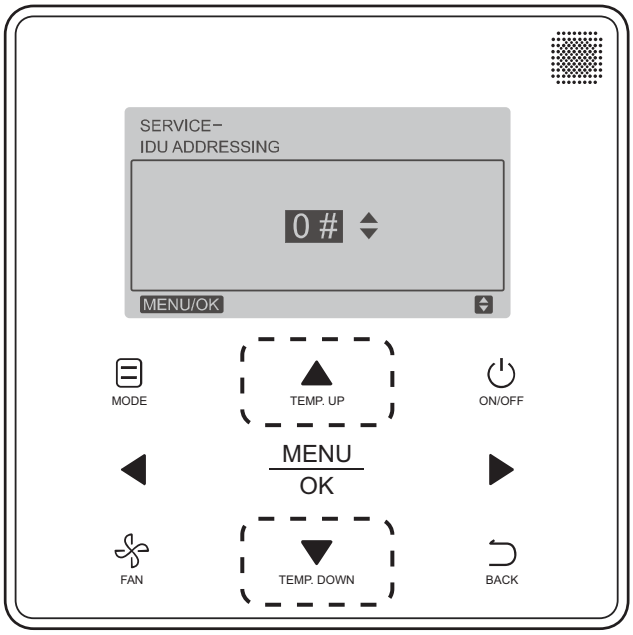

Fig. 41 —Programmable Controller (40VM900003) Setting IDU Address
3. Press **TEMP. UP** or **TEMP. DOWN** to choose the address you want to set. See Fig. 41. Press **MENU/OK** to send this address to the IDU.